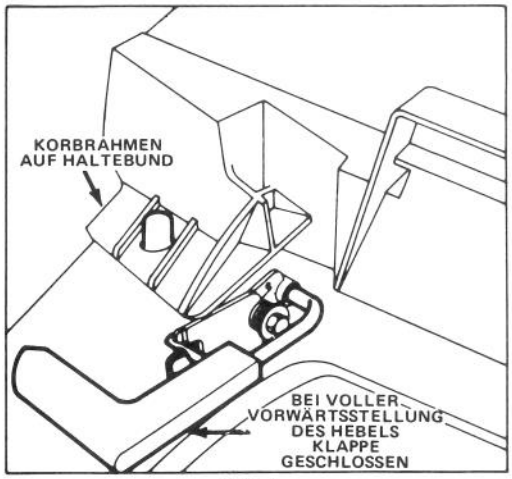

Bild 5
MULCHER – Wenn das Gras im Sommer langsamer wächst und trockener ist, durch Verschließen der Schüttklappe mulchen (Bild Verschließen der Klappe mulchen (Bild 5). Zum Schutz den Grasfangkorb am Mäher lassen.
5. SACKENTLEERUNG - Führungsholm loslassen und Stillstand des Schneidwerks abwarten. Auswurfklappenhebel nach vorn bewegen, um Einrasten des Verriegelungsbolzens mit Sperrklinke zu bewirken (Bild 5). Vordere und hintere Griffe am Fangkorb fassen und den Fangkorb vom Mäher abheben. Hände und Füße aus Schutzgründen immer vom Mähergehäuse fernhalten, solange Motor läuft. Zur Entleerung der Grasabschnitte den Fangsack behutsam nach vorn kippen.